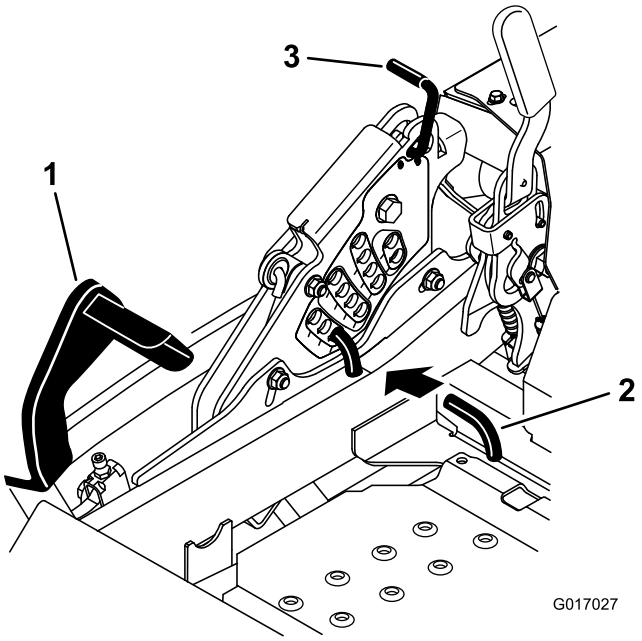

Figura 27
2. Pise el pedal de elevación de la carcasa y eleve la carcasa a la posición de transporte (que es también la posición de altura de corte de 140 mm) (Figura 27).
3. Para ajustar la altura de corte, gire el pasador 90 grados y retire el pasador del soporte de altura de corte (Figura 27).
4. Seleccione el taladro del soporte de altura de corte que corresponde a la altura de corte deseada, e inserte el pasador (Figura 27).